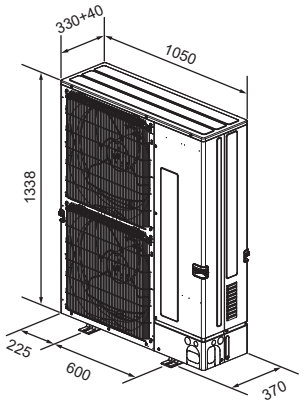

Fig. 2-3
2.3. Dimensions extérieures (Appareil extérieur) (Fig. 2-3)